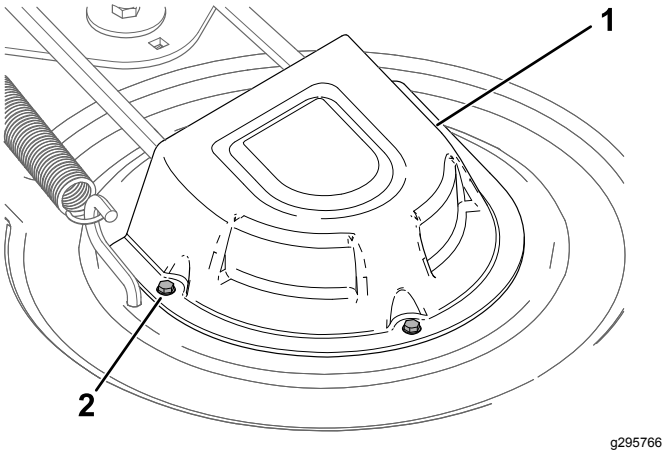

Figur 53
4. Løsne skruene, og fjern remskivedekselene (Figur 53).